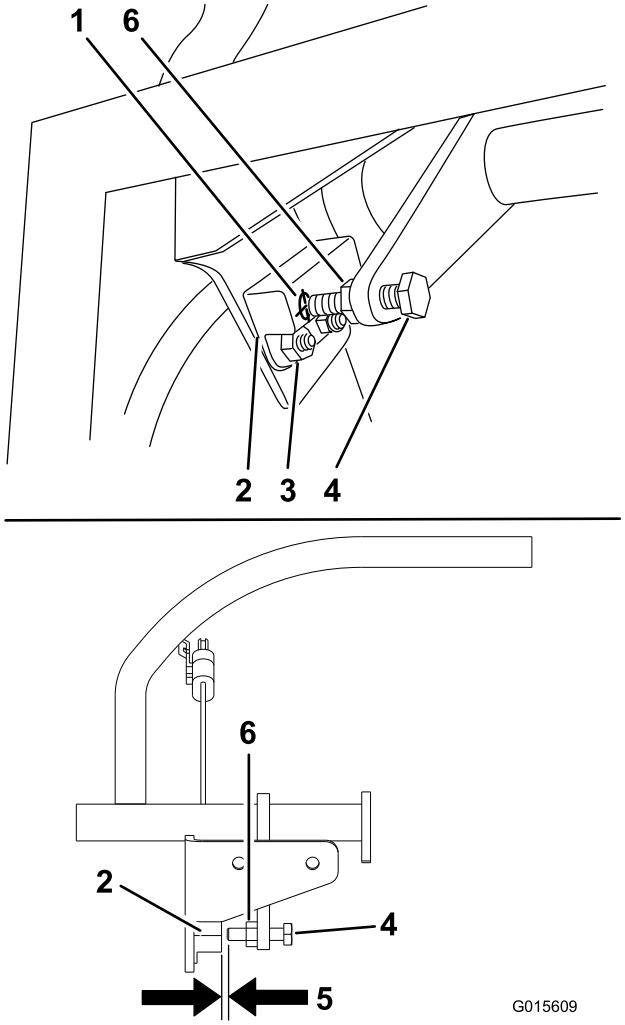

**Figur 57**
1. Påse at bolten som er festet til bevegelseskontrollspaken samsvarer med nærbryteren (Figur 57).
2. Hvis nødvendig, kan du løsne boltene og justere nærbryteren til målet samsvarer med bolten som er festet til bevegelseskontrollspaken (Figur 57).
3. Kontroller avstanden mellom bolten og nærbryteren. Den må være mellom 0,51 til 1,02 mm, som vist i (Figur 57).
5. Stram låsemutteren etter å ha justert bolten (Figur 57).